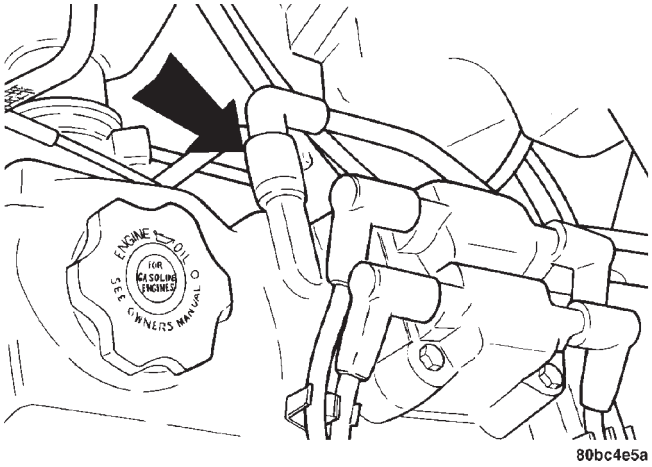
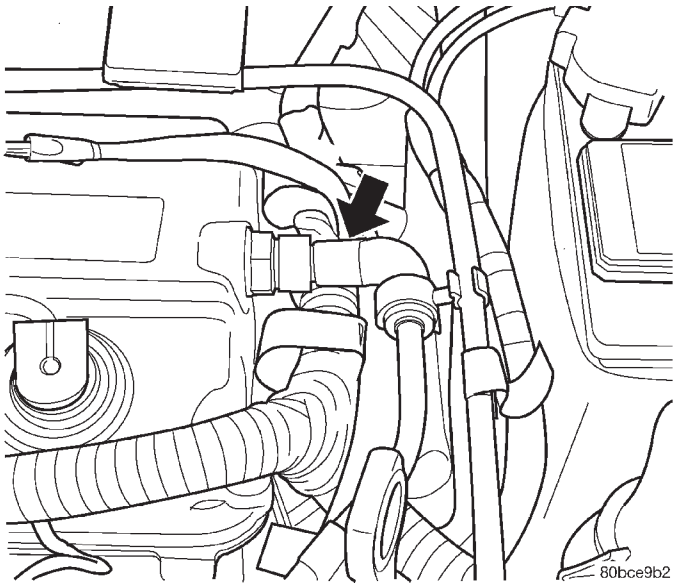

Abb. 39 Schlauch der Kurbelgehäuseentlüftung
Abb. 40 Schlauch des Ventils/Kurbelgehäuse-Zwangsentlüftung
(1) Schläuche von Kurbelgehäuseentlüftung (Abb. 39) und Kurbelgehäuse-Zwangsentlüftung (Abb. 40) am Ventildeckel lösen.
(4) Schläuche von Kurbelgehäuseentlüftung (Abb. 39) und Kurbelgehäuse-Zwangsentlüftung (Abb. 40) anschließen.